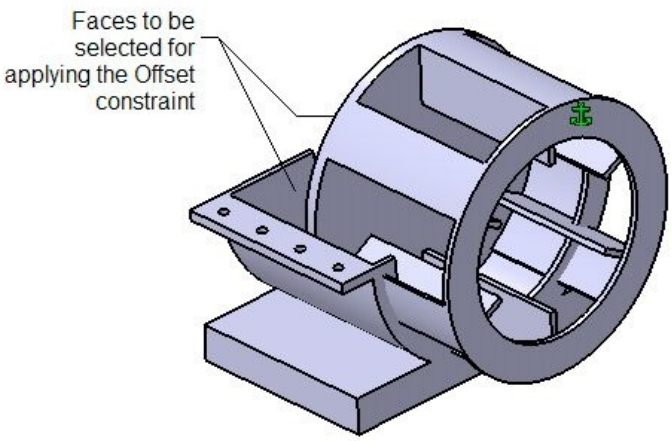

Figure 12-72 *Faces to be selected for applying the Offset constraint*
4. Apply the Offset constraint between the faces shown in Figure 12-72. Enter **0.125** in the **Offset** spinner and make sure that the **Orientation** is set to **Opposite** in the **Constraint Properties** dialog box. Then, choose the **OK** button. Next, update the model to bring the Blower to its proper position.